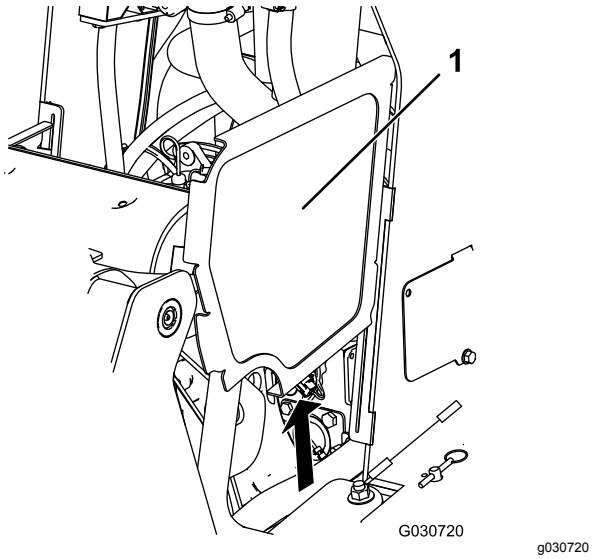

**Rysunek 37**
2. Przesuń osłony boczne (Rysunek 37) do góry, wysuwając z otworów w przedniej osłonie i ramie.